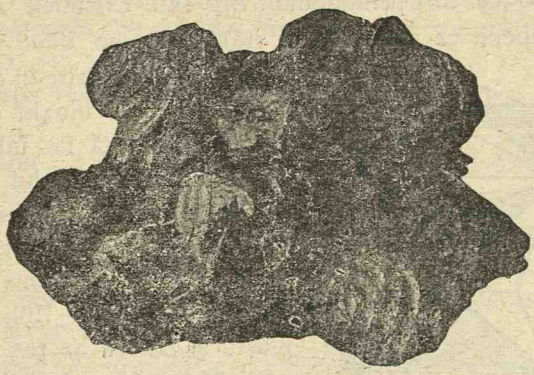

Fig. 137. Cristale de oligist în rozete, din colecția Universității.
2. **Oligistul** este *oxid feric*, Fe_2O_3. Cristalizează în romboedri de coloare închisă, cu irizații și cu luciu metalic. In praf e roșu. Câte odată, romboedrii sunt turtiți și grupați mai mulți la un loc sub forme de rozete, fig. 137. Uneori e compact și roșu închis, cu structura fibroasă și cu suprafața în formă de rinichi, fig. 136 când se numește *hematit roșu*. Alte ori e cu structura pământoasă și amestecat cu argilă: *ocru roșu*.